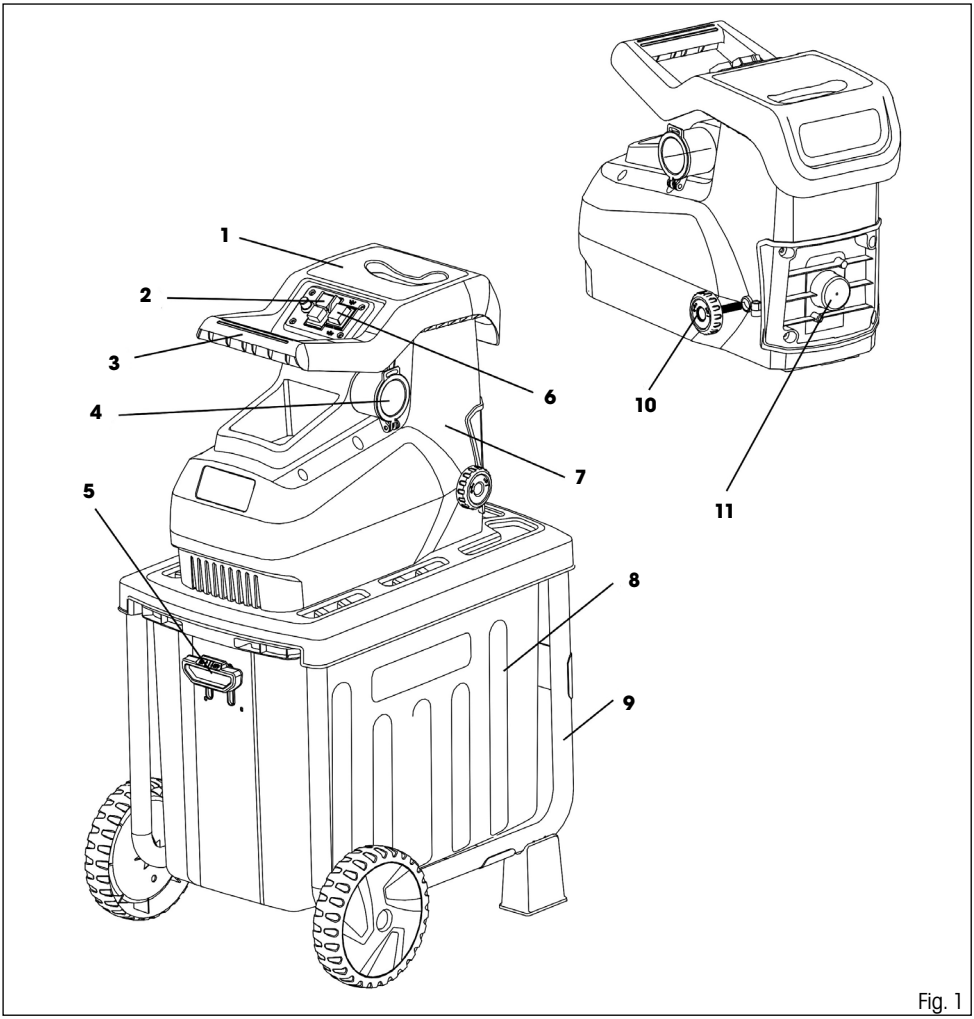

Fig. 1
Description of the machine (see Fig. 1)
- For safety reasons, the handle of the collection box (Fig. 1, point 5) is equipped with a safety lock.
Cutting roller cover (Fig. 1, point 11)